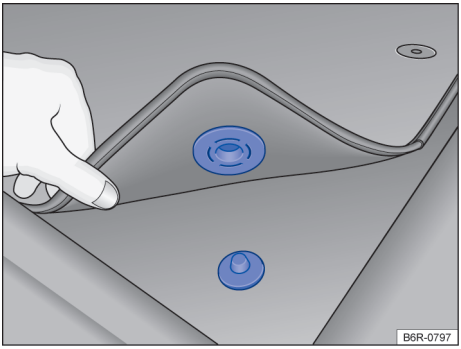

Fig. 19 Tapete dianteiro do lado do condutor com fixação no pino do carpete.
- ✓ Acomodar bem o tapete na área para os pés do lado do condutor de modo que não obstrua a área dos pedais. Dependendo da versão do veículo, o tapete dianteiro do lado do condutor pode ter fixação no pino do carpete → Fig. 19.